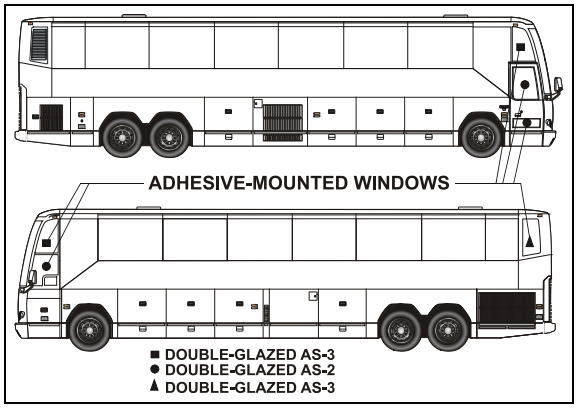

**FIGURE 43: ADHESIVE-MOUNTED WINDOWS** 18494
These windows are located in the vehicle's front and rear caps (Figure 43).
2. Pull down on both release latches simultaneously and rotate the sash inwards approximately 10 degrees.(Figure 43)